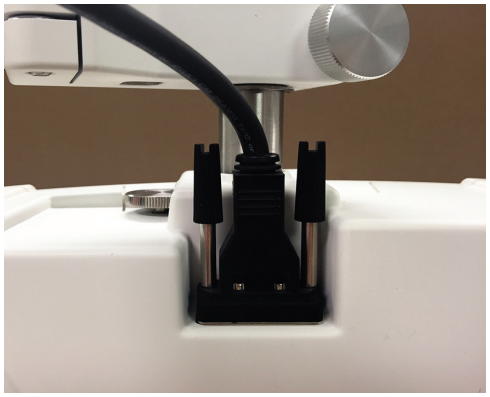

Figure IS-09 Cable Installed
2. Secure the two screws on the Cable (Phoroptor Head) by turning them clockwise, until the cord is fully secured and properly seated to the top of the Phoroptor Head. Refer to Figure IS-09.